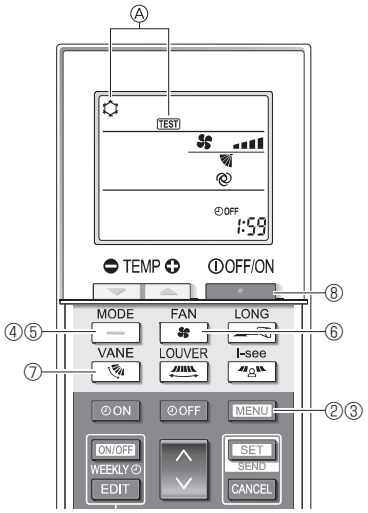

Fig. 8-5
① Tænd for strømmen til enheden mindst 12 timer før testkørslen.
② Tryk på [MENU] -knappen i 5 sekunder. (Fig. 8-5)
Ⓐ [TEST] og den aktuelle funktionsmåde vises. (Fig. 8-5)